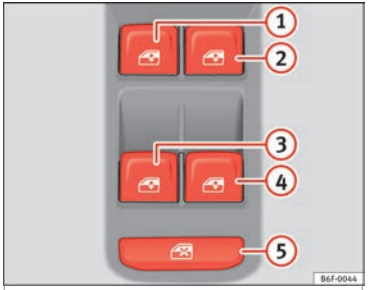

Fig. 146 Detalle de la puerta del conductor: mandos para las ventanillas delanteras y traseras (vehículo con elevalunas eléctricos anteriores y posteriores).
Mediante el mando de seguridad ››› **fig. 146** (5) de la puerta del conductor puede desactivar las teclas de los elevalunas de las puertas traseras.
Las teclas »» fig. 146 ①, ②, ③ y ④ tienen dos posiciones para la apertura de las ventanillas y otras dos para el cierre. De este modo es más fácil controlar las operaciones de apertura y cierre.